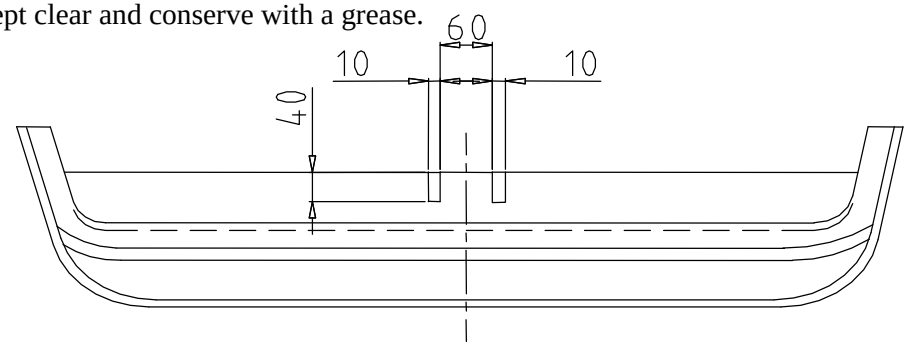

Fig. 2
4. Disassemble the bumper after cutting it (see fig.2)
5. Fix body of the automat (pos. 6) and the socket plate (pos. 3) using bolts M12x25mm (pos. 4) from accessories. Place tow-ball (pos. 2) according to supplied instruction.